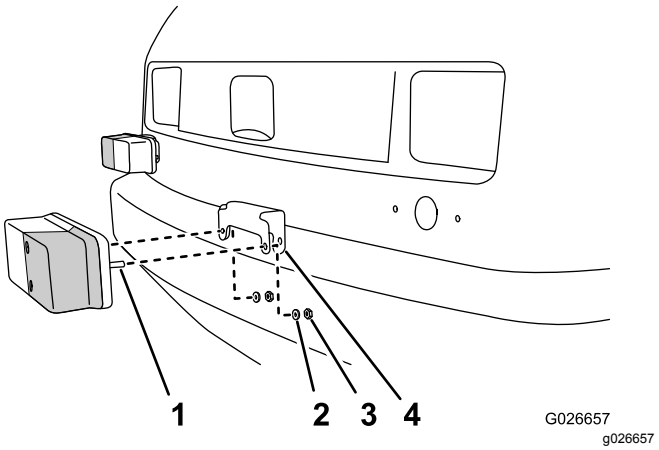

Figure 5
2. Push the bracket on to the studs of the light (Figure 5).